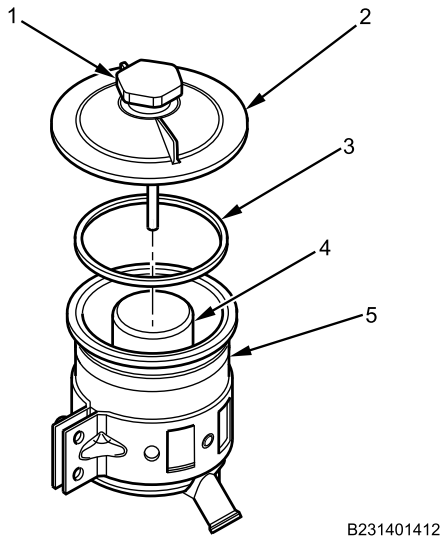

Figure 2. Power Steering Reservoir.
2. Rotate power steering reservoir cover (Figure 2, Item 2) counterclockwise and lift to remove from reservoir (Figure 2, Item 5).
3. Remove reservoir cap (Figure 2, Item 1) from cover (Figure 2, Item 2).
4. Remove and discard reservoir cover gasket (Figure 2, Item 3).
5. Using fluid delivery gun, remove power steering fluid from power steering reservoir (Figure 2, Item 5).
6. Remove and discard power steering oil filter (Figure 2, Item 4).
1. Insert new power steering oil filter (Figure 2, Item 4) into reservoir (Figure 2, Item 5).
2. Install new reservoir cover gasket (Figure 2, Item 3).
3. Install reservoir cover (Figure 2, Item 2) by pushing down and rotating clockwise.
4. Fill reservoir (Figure 2, Item 5) to full mark.
5. Install reservoir cap (Figure 2, Item 1).